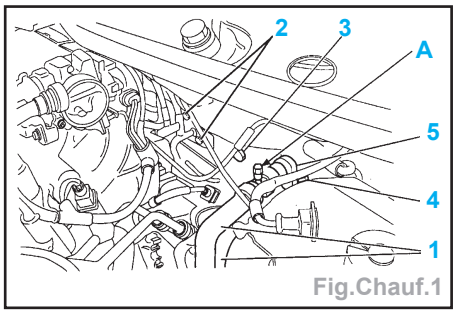

Fig.Chauf.1
- Dépressuriser le circuit de refroidissement en (A) (Fig.Chauf.1).